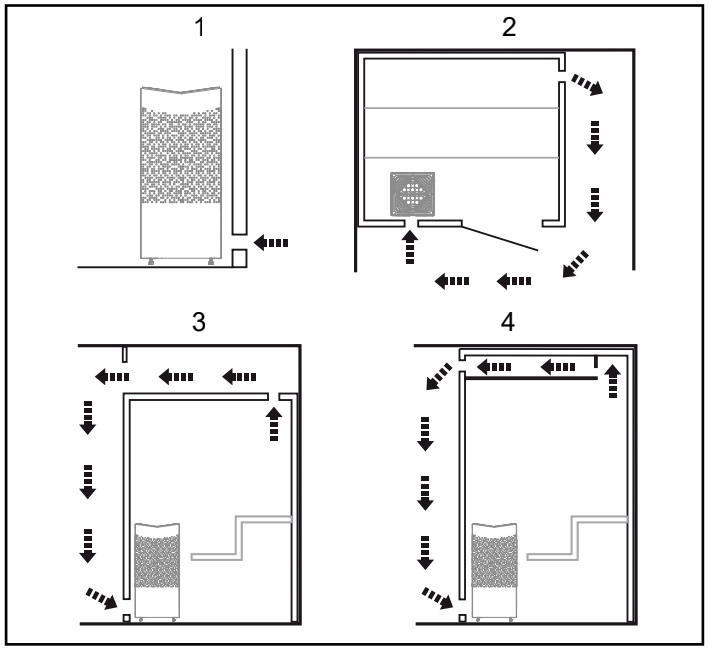

Fig 6: In- och utluftsventilens placering
- Ventilation av bastu ska utföras enligt instruktioner i denna manual (se Avsnittet Inluftsventilens placering, fig 6, Avsnittet Utluftsventilens placering, fig 6).
- Placera inluftsventilen (se Avsnittet Inluftsventilens placering, fig 6).
- Placera utluftsventilen (se Avsnittet Utluftsventilens placering, fig 6).
Manöverpanelen är tillåten att placeras inne i ett Tylö basturum alternativt egenbyggt basturum vars ventilation är utförd och fungerar enligt Tylö förespråkad ventilation (självdragsprincip). Läs avsnitten *Inluftventilens* och *Utluftsventilens placering* i denna anvisning, fig 6. Manöverpanelen skall alltid placeras utanför basturummet om inte dessa krav är uppfyllda.
- med maximalt avstånd till inluftsventilen, t.ex. i diagonal (se Fig 6).
- högt på väggen eller i taket (se Fig 6).